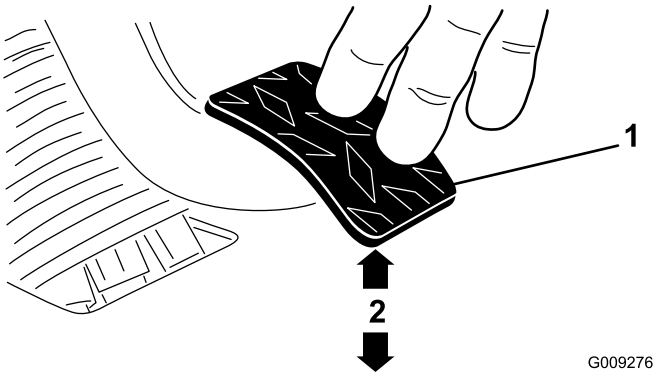

**Figur 70**
3. Juster kontramøtrikkerne eller kugleleddet, indtil bagsiden af koblingspedalens bagkant er 9,5 ± 0,3 cm fra toppen af gulvpladens diamantmønster, når der trykkes på pedalen med en kraft på 1,8 kg (Figur 70).